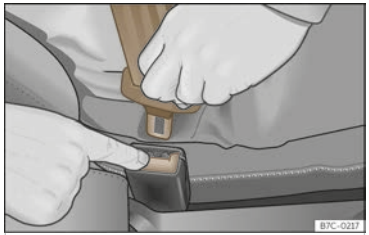

Fig. 24 Release the seat belt's latch plate.
- Press the red button on the buckle ››› **Fig. 24**. The latch plate is released from the buckle.